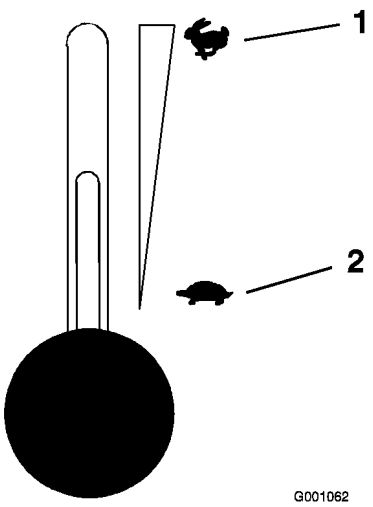

Figur 13
5. För gasreglaget till det snabba läget innan du startar en kall motor (Figur 13).
2. Flytta gasen till mittläget mellan långsamt och snabbt (Figur 13).